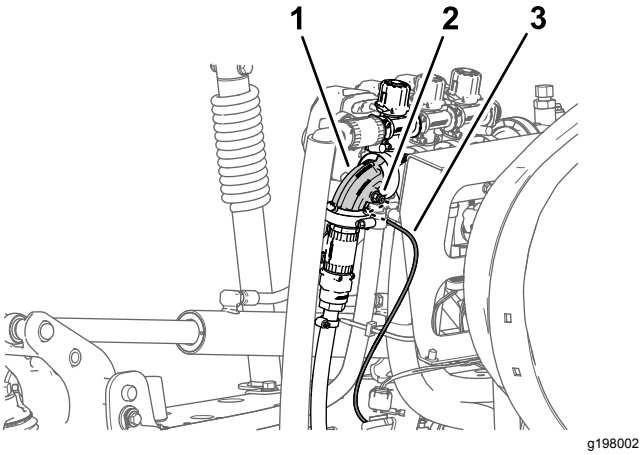

Figur 28
1. Trykk inn hylsen for rørkoblingen i 90°-vinkelkoblingen for den høyre sprederseksjonsventilen (Figur 28).
2. Dra det trykkfølsomme røret for dashbordmåleren ut av rørkoblingen (Figur 28).